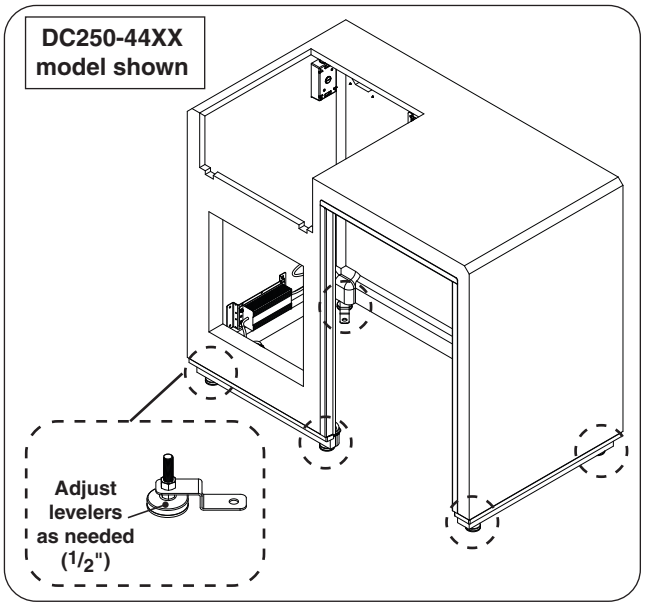

Fig. 8-1 Place and level island
1. **CAREFULLY** place the island in an appropriate location (see Fig. 8-1, and refer back to the LOCATION section if needed).
2. Use the level to ensure the top surface of the island is level. The 5 levelers at the bottom of the island may be adjusted as needed with a $^1/_2$" open end wrench (see Fig. 8-1).